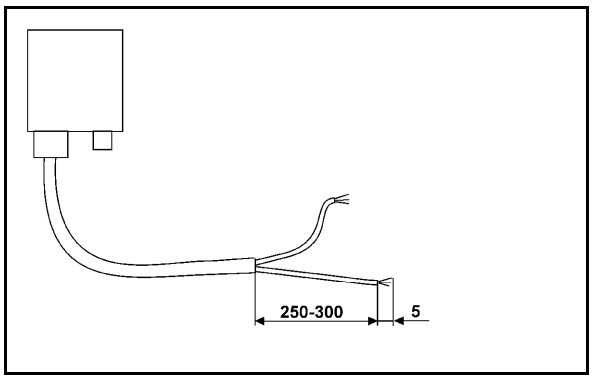

Fig. 4
3. Strip the cable end (Fig. 4) approx. 250 to 300 mm.
→ Strip the cable ends (Fig. 4) individually 5 mm.